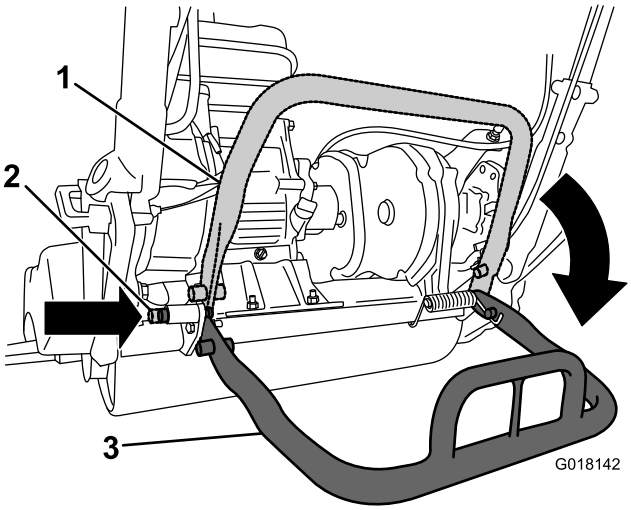

Figura 21
- Para evitar que la máquina vuelque hacia atrás mientras desmonta el molinete, baje el caballete y empuje hacia dentro el pasador de bloqueo para bloquearlo en la posición de mantenimiento (Figura 21).